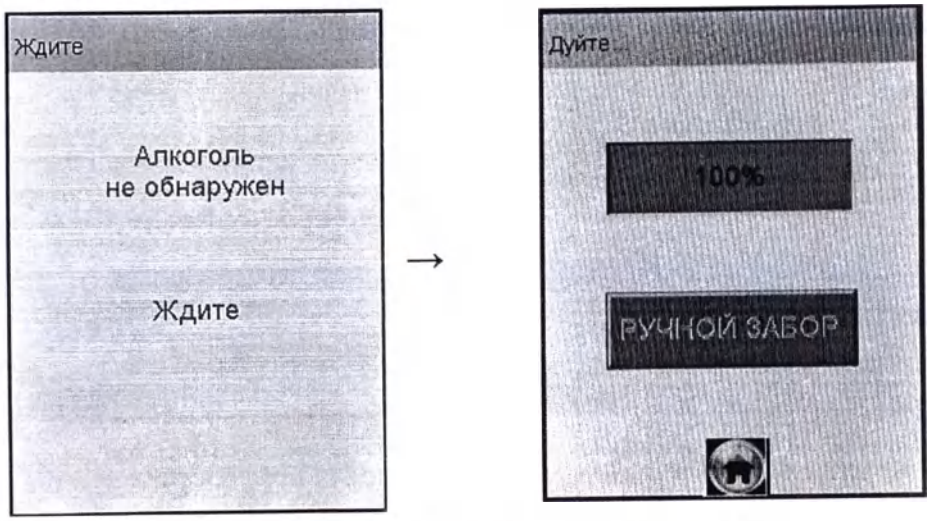

Рисунок 16 – Готовность к отбору пробы
– при положительном результате проверки (при отсутствии этанола и других компонентов), анализатор перейдет в окно готовности к отбору пробы (рисунок 16, справа);
Целесообразно прекратить выдох. Для возобновления процедуры измерения нажмите виртуальную кнопку «**Повтор**», после перехода анализатора в окно готовности к отбору пробы (рисунок 16, справа) обследуемый может повторить выдох согласно 2.7.11 настоящего РЭ.